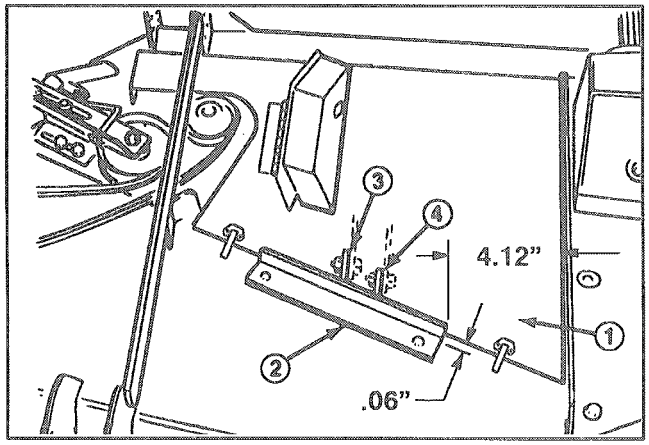
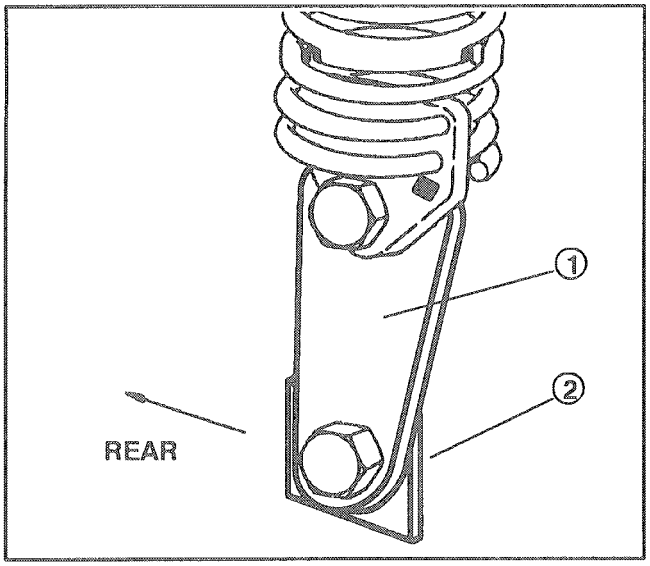

Figure 17
Figure 18
6. Using dimensions shown in figure 17, locate mounting position for spring bracket on cutting deck. Bracket to be parallel and positioned 1/16" from front edge of belt cover.
7. Using spring bracket as a template, mark and drill (2) 9/32" dia. holes in cutting deck.
8. Secure spring bracket to deck with (2) 1/4−20 x 3/4" lg. capscrews and locknuts.
6. Start engine and raise frame. Secure counterbalance spring knee link to cutting unit spring bracket with shoulder bolt and locknut previously removed (Fig. 18). Make sure to mount counterbalance to proper tab on cutting unit spring bracket (Fig. 17).